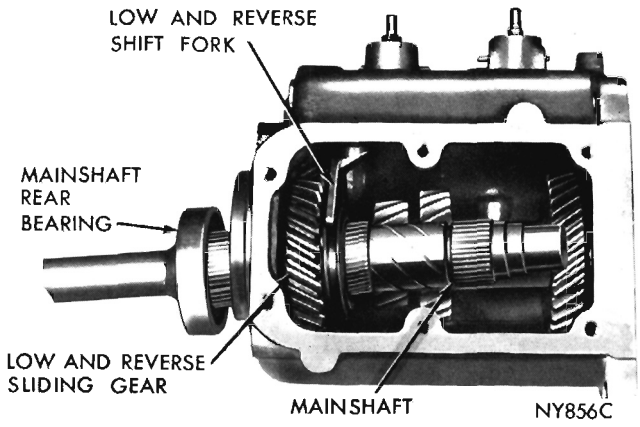

Fig. 27—Removing or Installing Mainshaft
(5) Remove low and reverse sliding gear and shift fork (Fig. 27), as mainshaft is completely withdrawn from the case.
(6) Remove selective snap ring and rear bearing from the mainshaft.
(1) Install rear bearing on mainshaft and install snap ring. **This snap ring is a select fit.**
(2) While holding low and reverse sliding gear in position in fork (Fig. 27), insert mainshaft with rear bearing through rear of case and into sliding gear.